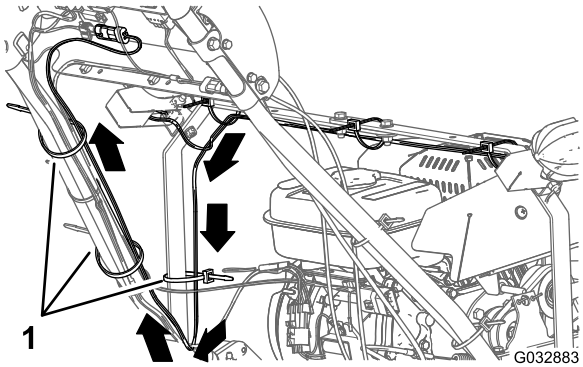

Figura 13
1. Encaminhe a cablagem para o kit de luzes LED para baixo na cinta da barra de luzes esquerda e para o tubo da barra guia do lado esquerdo (Figura 13).
2. Encaminhe a cablagem para cima no tubo da barra guia do lado esquerdo para o painel de controlo (Figura 13).
3. Prenda a cablagem à cinta da barra de luzes esquerda e ao tubo da barra guia com 3 braçadeiras de cabos como se mostra na Figura 13.